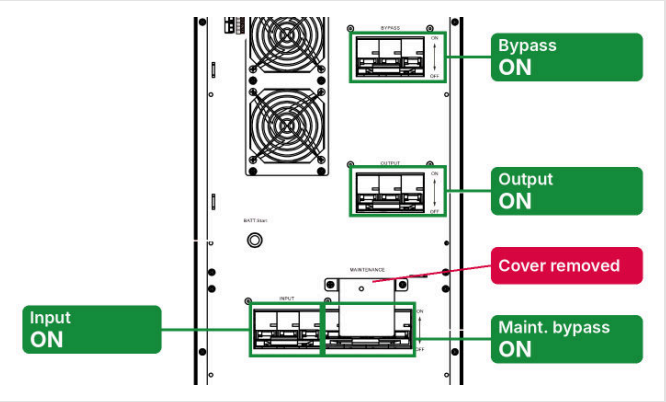

FIGURE 6-6 Step 2: MAINTENANCE ON
2. Close the MAINTENANCE breaker (Figure 6-6). The main page shows the maintenance-bypass output (Figure 5-7).
2. Close the INPUT, BYPASS and OUTPUT breakers, in that order (Figure 6-6).